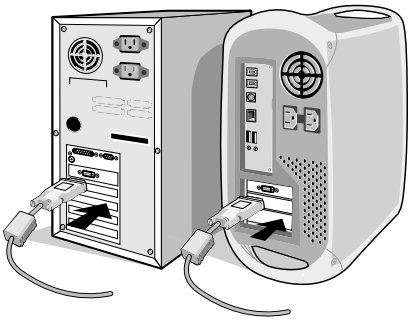

Abbildung B.1
3. **PC oder Mac mit digitalem DVI-Ausgang:** Verbinden Sie das DVI-Kabel (nicht mitgeliefert) mit dem Anschluss der Grafikkarte in Ihrem System (**Abbildung B.1**). Ziehen Sie die Schrauben fest.